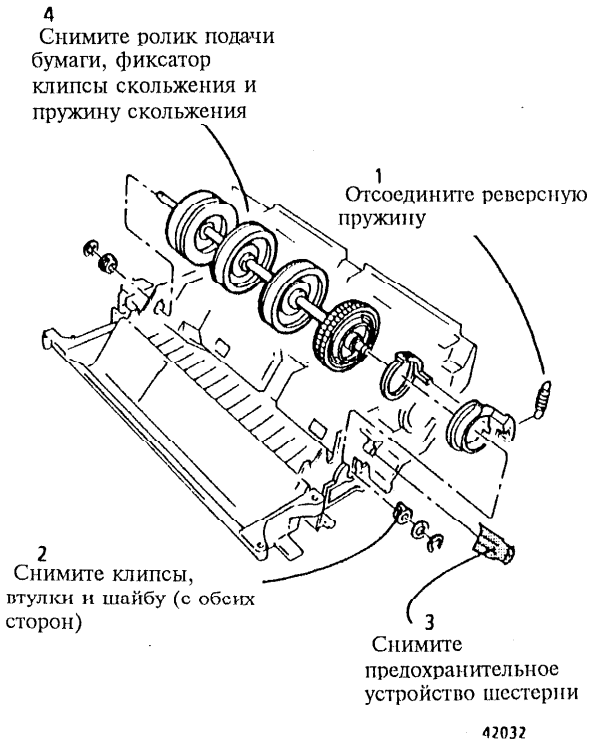

Рис. 1 Снятие ролика подачи бумаги
4. (Рис. 1): Снимите ролик подачи бумаги.